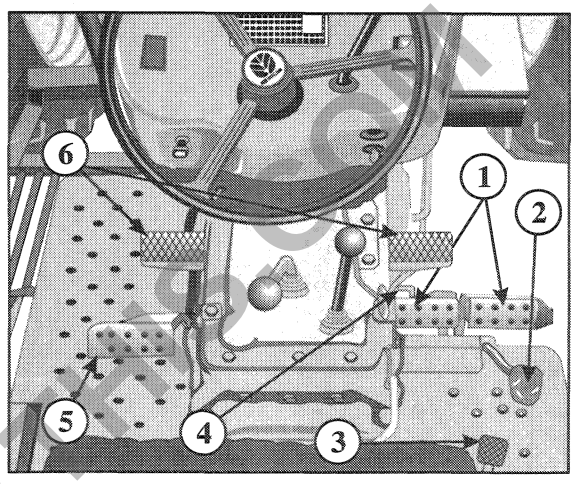

Fig. 10. Foot Controls
The left and right footbrakes (1) Figure 10, may be operated independently, to aid turning in confined spaces or together for normal stopping. When operating in the field, the brake pedals may be unlocked. However, due to the close proximity of the pedals to one another, it is still possible to apply both brakes together, when required.